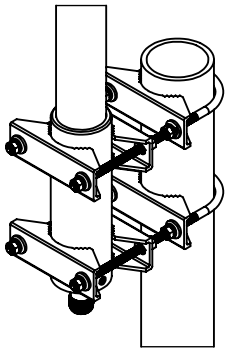
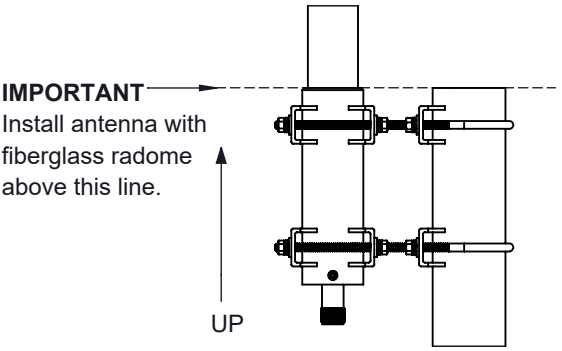

Fig. 2
Fig. 3
C. Assemble Antenna to the Mounting Clamps as shown in Fig. 2. **IMPORTANT:** For proper antenna performance, verify clamp position and antenna mounting ferrule relationship with top of mounting mast, as shown in Fig. 3. Apply firm torque to the hex nuts.